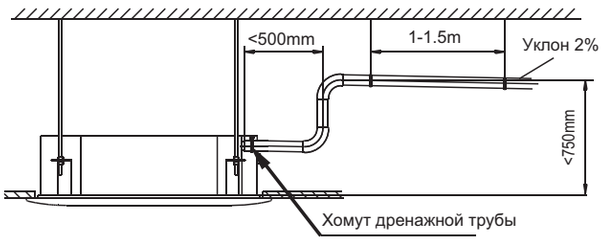

Рис. 7-1
- Установите сифон как показано на рис. 7-1.